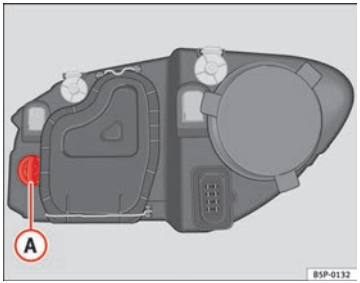

Abb. 189 Glühlampe für Blinklicht
– Drehen Sie den Lampenträger ⇒ Abb. 189 Ⓐ nach links und ziehen Sie.